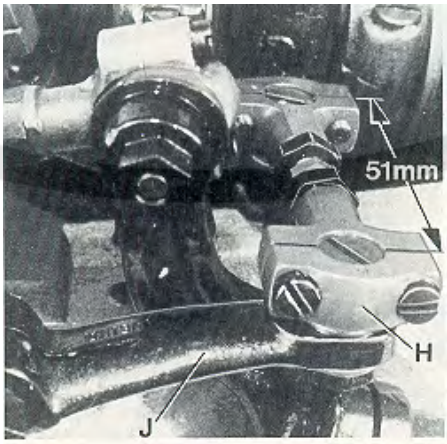
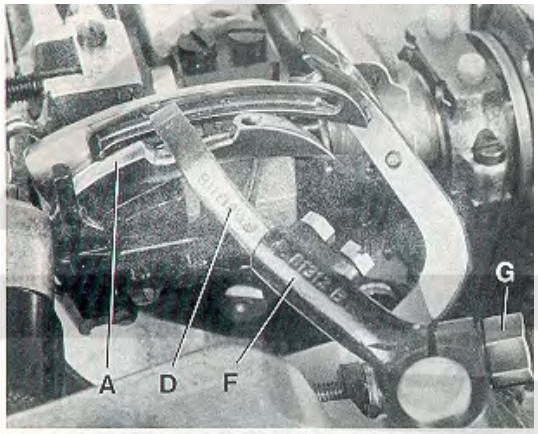
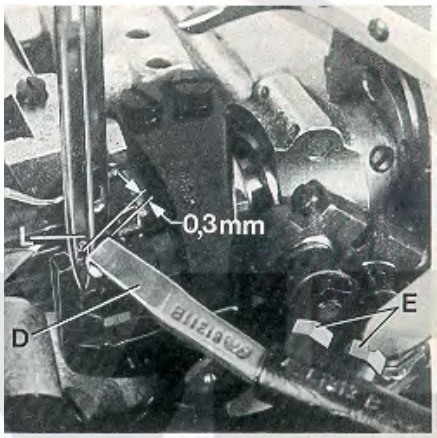

Fig.13
Fig.14
Fig.15
The distance (set at the factory) from center to center of the two ball joints driving the cross looper should be 51 mm (2") (see Fig. 13).
Basically the front ball joint (H, Fig. 13) should be positioned as far as it will go to the left in the fastening slot of the cross looper drive lever (J).
When rotating the handwheel in operating direction cross looper (D, Fig. 14) should swing as close as possible in the recess behind the eye over the double locked stitch looper (A) without contacting it.
At the left end of its swing motion cross looper (D, Fig. 15) must be positioned so that the left needle (L) securely stitches into the thread loop hanging around the hook of cross looper (D). In front of the left needle the cross looper should pass in a distance of 0.3 mm (.012") (see Fig. 15).
Der Abstand (im Werk eingestellt) von Mitte zu Mitte zwischen den beiden Kugelgelenken zum Antrieb des Quergreifers muß 51 mm betragen (siehe Fig. 13).
Standardmäßig soll das vordere Kugelgelenk (H, Fig. 13) so weit wie möglich nach links im Befestigungslangloch des Quergreifer-Antriebhebels (J) gestellt werden.
Beim Drehen des Handrades in Nährichtung soll der Quergreifer (D, Fig. 14) so dicht wie möglich in der Aussparung hinter dem Öhr über den Doppelkettenstichgreifer (A) schwenken, ohne diesen zu berühren.
Am linken Ende seiner Schwenkbewegung muß der Quergreifer (D, Fig. 15) so stehen, daß die linke Nadel (L) sicher in die um den Haken des Quergreifers (D) hängende Fadenschleife einsticht. Vor der linken Nadel soll der Quergreifer in einem Abstand von 0,3 mm vorbeischwenken (siehe Fig. 15).
After loosening the two screws (E, Fig. 15) the 0.3 mm (.012") distance to the left needle is adjustable. Retighten screws on the flat of the cross looper shank.
After loosening clamp screw (G. Fig. 14) cross looper lever (F) can be raised or lowered for setting the height of cross looper (D) with respect to the double locked stitch looper (A) and it can be tilted to the right or left for adjusting the swing motion of the cross looper with respect to the left needle. Retighten clamp screw.
If required the length of the path of the cross looper swing motion can be reduced by positioning ball joint (H, Fig. 13) to the right in the fastening slot of the cross looper drive lever (J).
Nach Lösen der beiden Schrauben (E, Fig. 15) kann der 0,3 mm Abstand zur linken Nadel eingestellt werden. Ziehen Sie die Schrauben wieder auf der Befestigungsfläche des Quergreiferschaftes fest.Nach Lösen der Klemmschraube (G, Fig. 14) kann der Quergreiferhebel (F) nach oben oder unten verschoben werden, um die Höhe des Quergreifers (D) zum Doppelkettenstichgreifer (A) einzustellen und nach rechts oder links geschwenkt werden, um die Schwenkbewegung des Quergreifers in Bezug zur linken Nadel einzustellen. Ziehen Sie die Klemmschraube wieder fest.Bei Bedarf kann der Schwenkweg des Quergreifers durch Versetzen des Kugelgelenks (H, Fig. 13) im Befestigungslangloch des Quergreifer-Antriebhebels (J) nach rechts verkleinert werden.